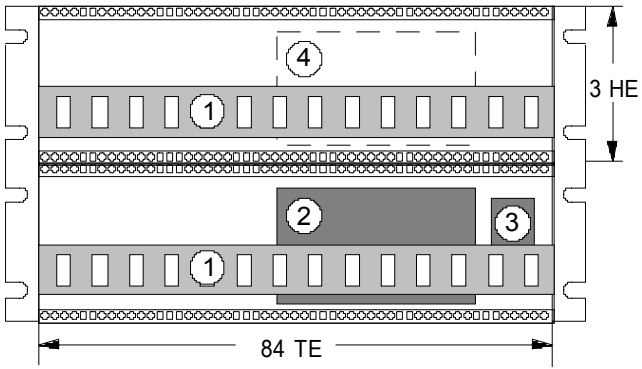

Abb. 1: Blick in den 19-Zoll-Grundrahmen A-100 G
Der **Grundrahmen** (s. Abb. 1) entspricht der 19-Zoll-Norm und besteht aus zwei fest miteinander verbundenen **Baugruppenträgern** mit jeweils 3 HE (Höheneinheiten). Darin enthalten sind zwei Busplatinen (①), Netzteil (②) sowie Netzeingang (③).
Die **Frontplatten** der Module haben eine Höhe von 3 HE. Ihre **Breite** wird in TE (1 TE = 5.08 mm) angegeben. Somit ergibt sich für den Grundrahmen eine **nutzbare Breite von 84 TE** (s. Abb. 1). Ergeben die eingesetzten Module zusammen keine 84 TE, müssen Sie die freien Öffnungen mit **Blindplatten** verdecken.
Das **Netzteil** im Grundrahmen liefert die Spannungen **+12 V** und **-12 V** und kann einen **Strom von maximal 650/1200mA** abgeben. Beim Bestücken des Systems ist darauf zu achten, daß die Gesamtstromaufnahme aller Module unterhalb dieses Wertes bleibt. Ist dies nicht der Fall, muß ein zweites Netzteil (s. Zubehör) eingebaut werden (s. Abb.1, ④). In der Regel reicht jedoch ein Netzteil für einen Grundrahmen aus.